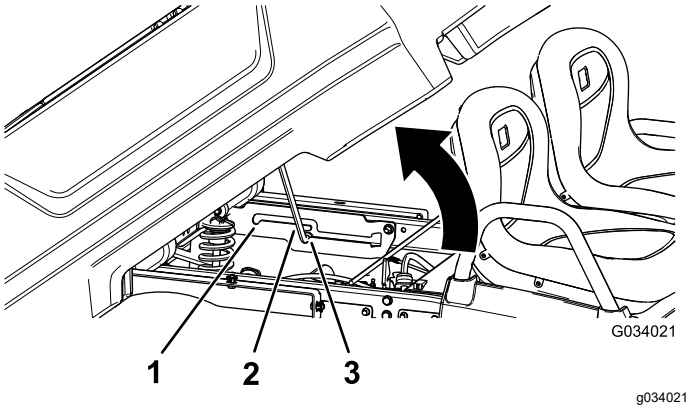

**Figuur 16**
2. Zet de steunstang in de borgsleuf van de stortstand om de laadbak vast te zetten in de stortstand (Figuur 16).
2. Trek de steunstang in de borgsleuf van de onderhoudsstand om de laadbak vast te zetten voor onderhoud (Figuur 16).
2. Neem de steunstang uit de palopening (Figuur 16).